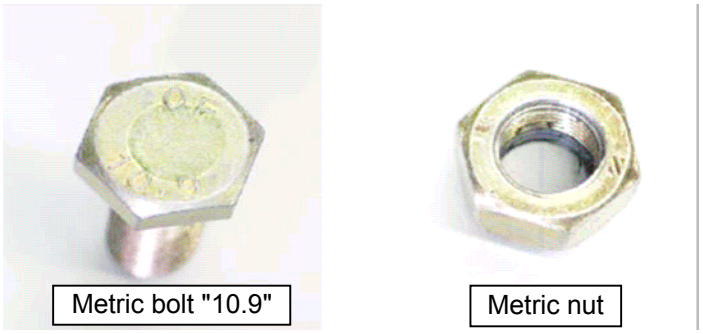

Figure 2.5
3. Metric bolts carry the following marks: See Figure 2.5.